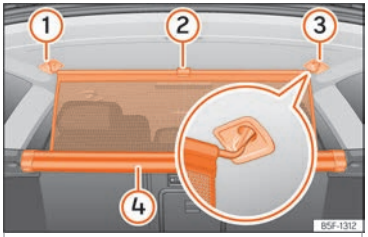

Fig. 138 Dans le coffre à bagages : attacher le filet de séparation.
- Tirez la languette ››› fig. 138 ② vers le haut pour sortir le filet du boîtier ④.
- Attachez le filet de séparation au côté droit ou gauche ③ (image élargie).
- Attachez le filet de séparation dans le logement de l'autre côté ① en étirant la tringle.